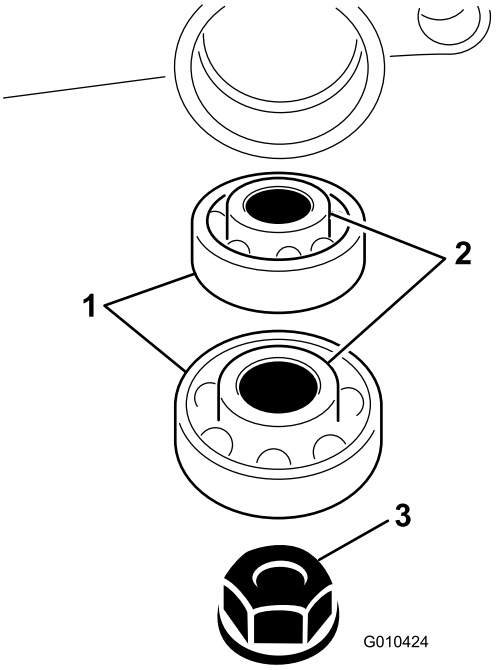

Figur 10
10. Sæt lejerne på trimmerakslen i trimmerhuset (Figur 10).
11. Fastgør trimmerakslen til trimmerhuset med en møtrik (3/8 tomme) som vist i Figur 10.